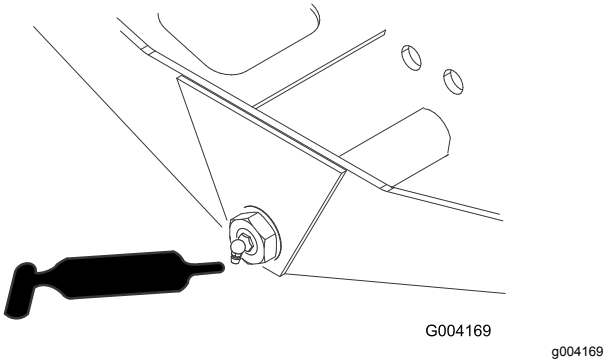

Рисунок 41
- Ось поворота моста (1 шт.) (Рисунок 41)